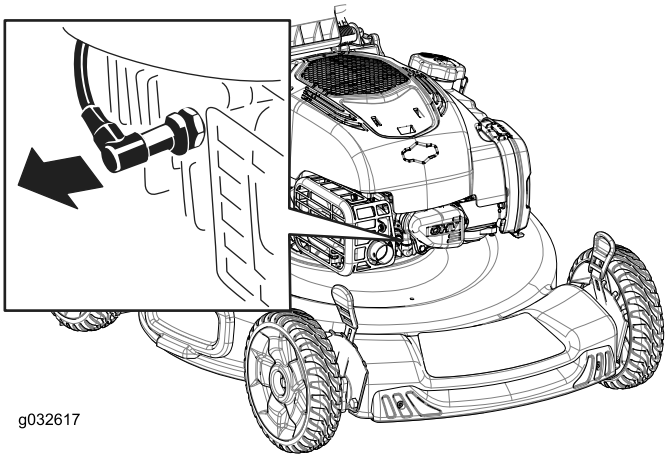

Figur 29
2. Lossa tändkabeln från tändstiftet (Figur 29) innan du utför underhåll.